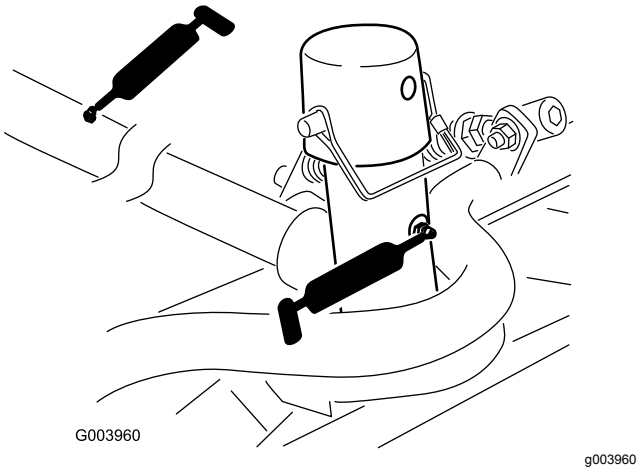

Figuur 77
- Draagframe en draaipunt van maaidek (2 elk) (Figuur 77)